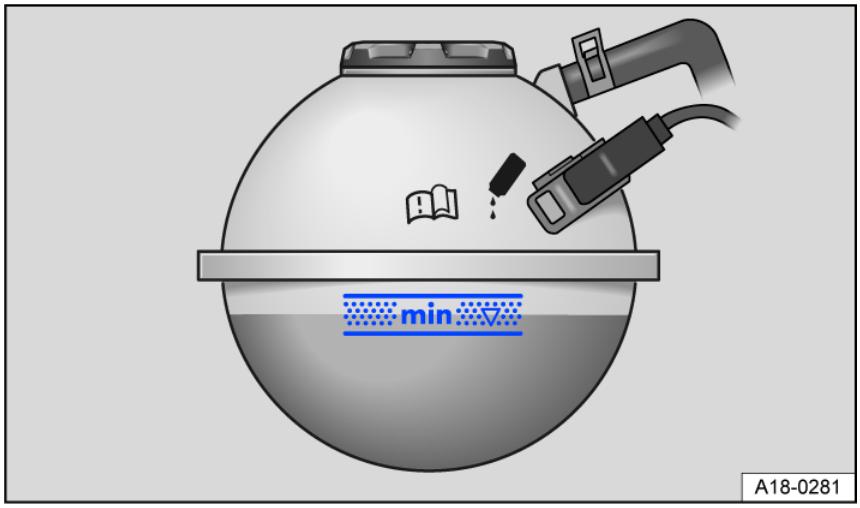

Fig. 143 In the engine compartment: markings on the engine coolant expansion tank.
1. When the engine is cold, check the coolant level using the markings on the side of the engine coolant expansion tank *fig. 143*. The coolant level must be between the markings.
After topping up the engine coolant, the coolant level must be between the markings on the coolant expansion tank *fig. 143*.